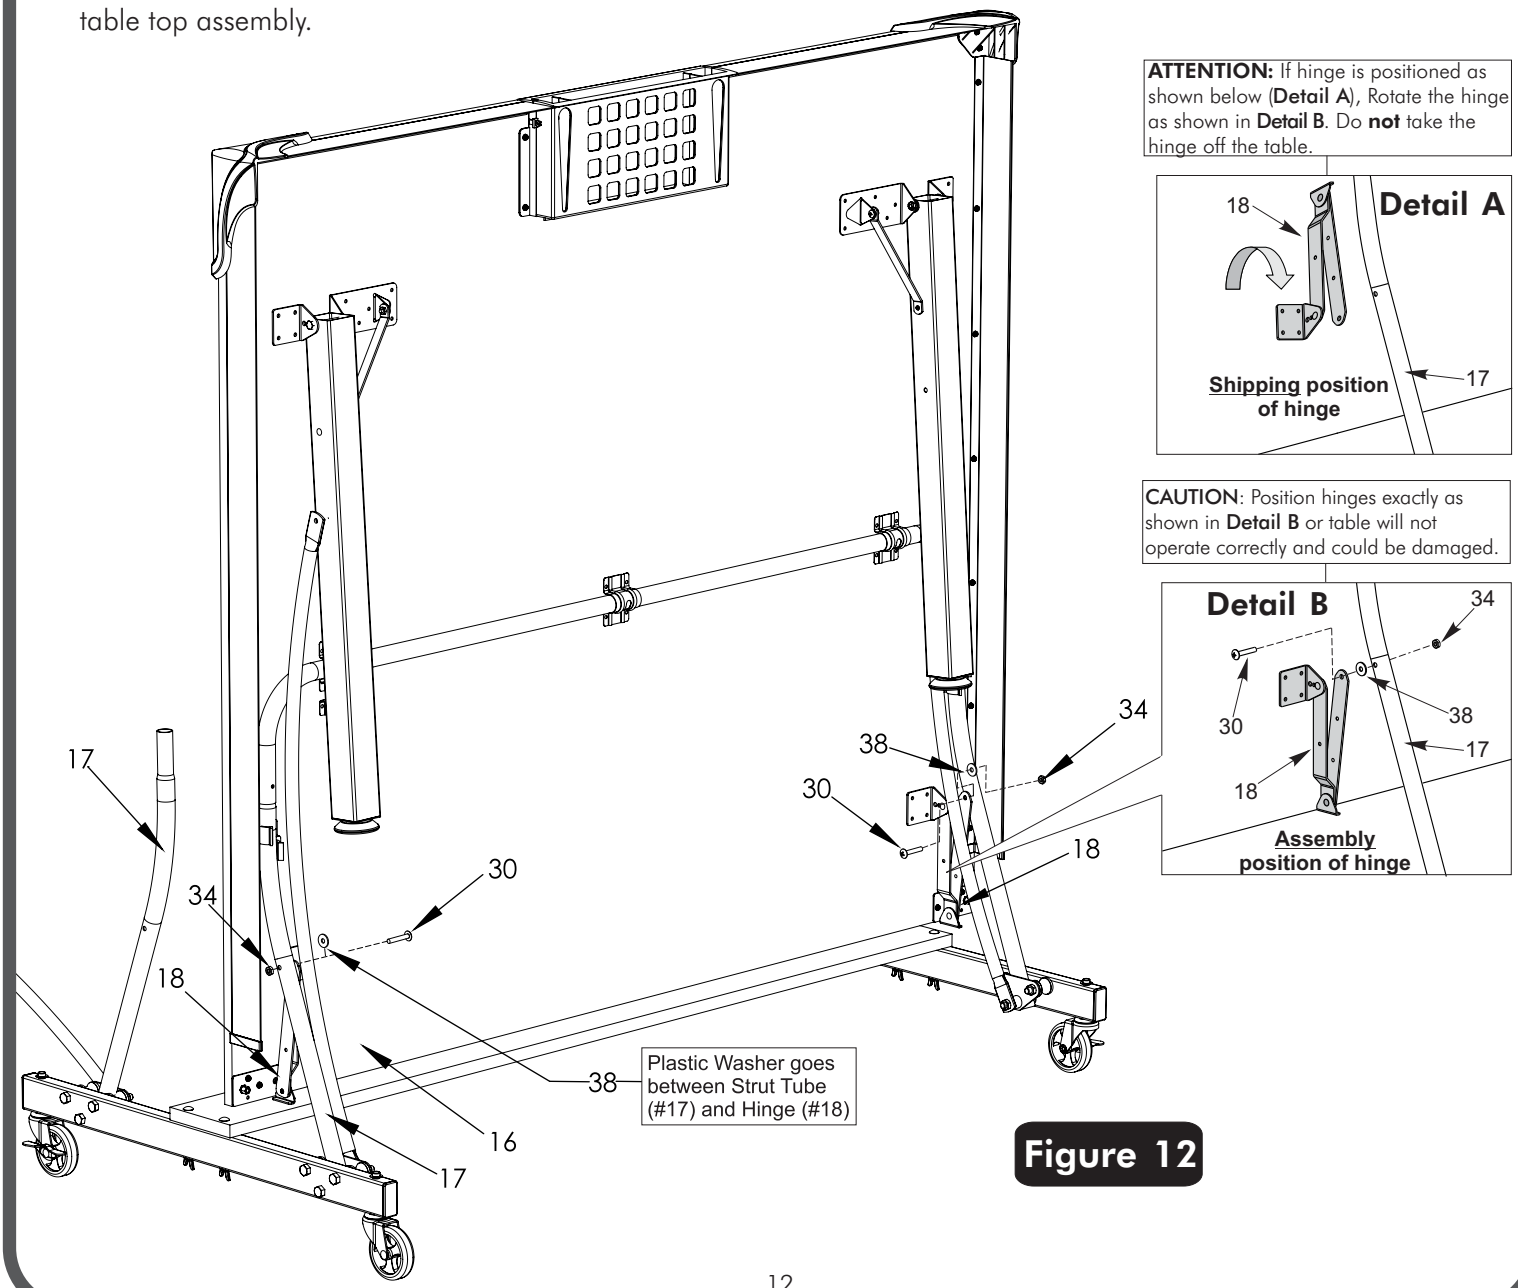

Figure 12
21. Attach Hinges (#18) to Strut Tubes (#17) as shown in **Figure 12** & **Detail B**. With hinge positioned as shown, align hole in hinge with hole in Strut Tube and attach with ¼" Screw (#30), Plastic Washer (#38) and Locknut (#34). Plastic Washer (#38) goes between Strut Tube and Hinge. Tighten nut securely. Repeat for other Hinge. **CAUTION: Hinges must be positioned exactly as shown or table will not operate correctly and could be damaged.**